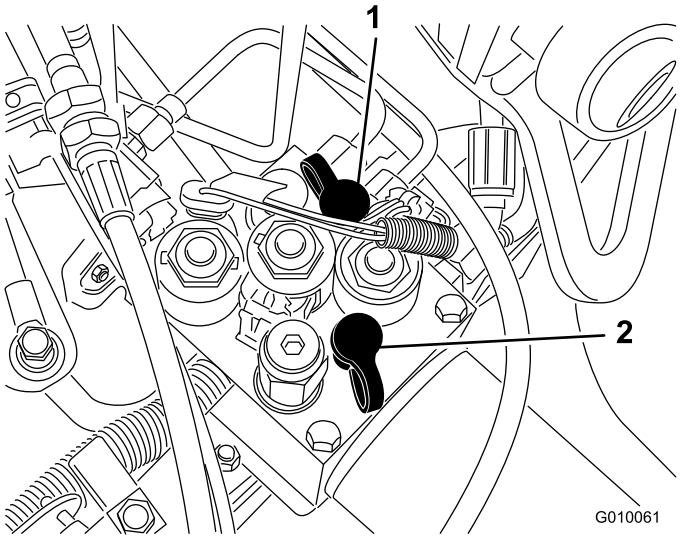

**Figuur 60**
- Testpoort G 2 (Figuur 60) wordt gebruikt om problemen met het laadcircuit van de tractie te verhelpen.
- Testpoort G 1 (Figuur 60) wordt gebruikt om problemen met de druk in het hefcircuit te verhelpen.